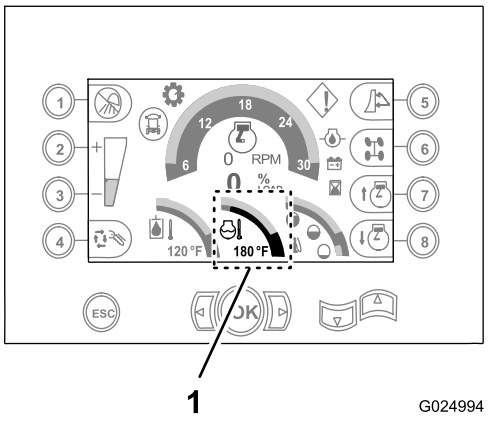

Figura 102
C. Haga funcionar el motor durante cinco minutos, o hasta que la pantalla del centro de control indique una temperatura del refrigerante de 82 °C, luego pare el motor (Figura 102).